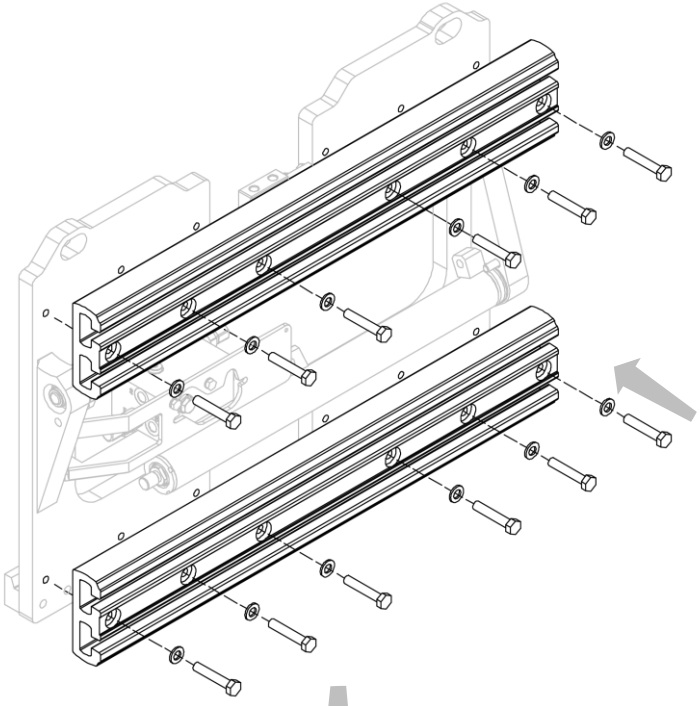
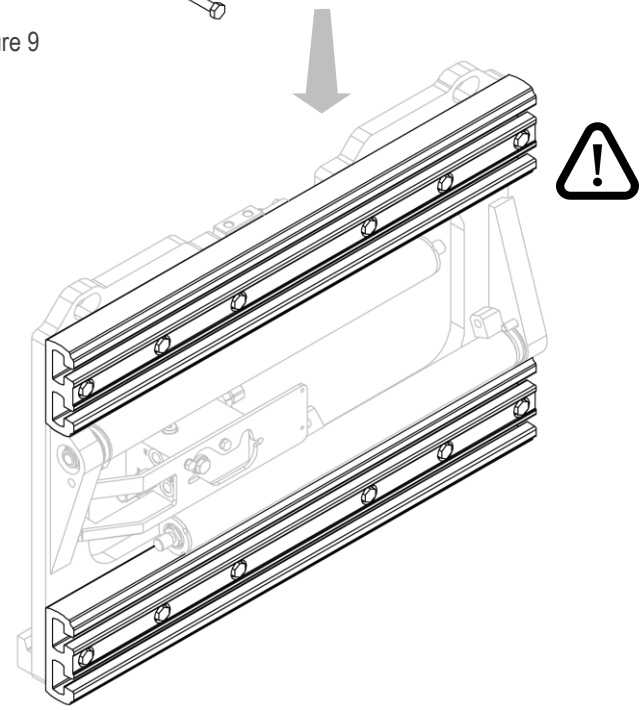

Figure 9
Figure 10
2. Installer, un par un, les profils en aluminium à l'aide des vis prévues à cet effet (voir *Figure 9* et *Figure 10*).